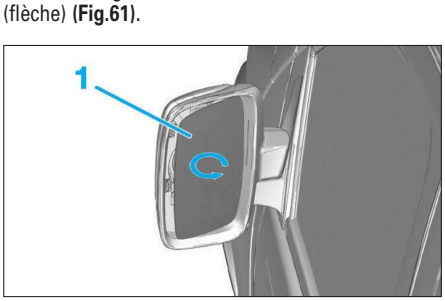

**Fig. 61**
• Orienter la glace du rétroviseur (1) vers l'intérieur (flèche) **(Fig.61)**.